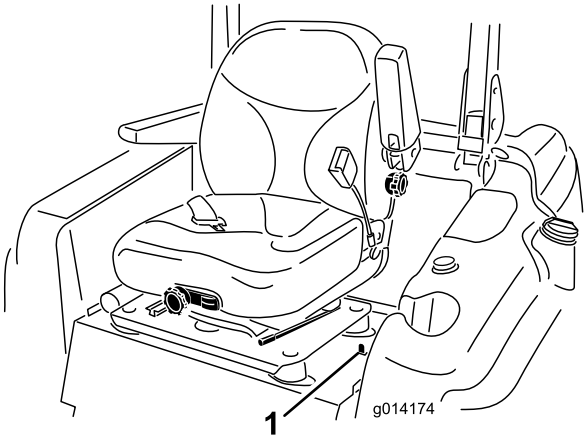

Figura 32
1. Mueva el enganche del asiento, situado en el lado izquierdo del asiento, hacia atrás para desenganchar el asiento, y tire hacia adelante la parte superior del asiento (Figura 32).